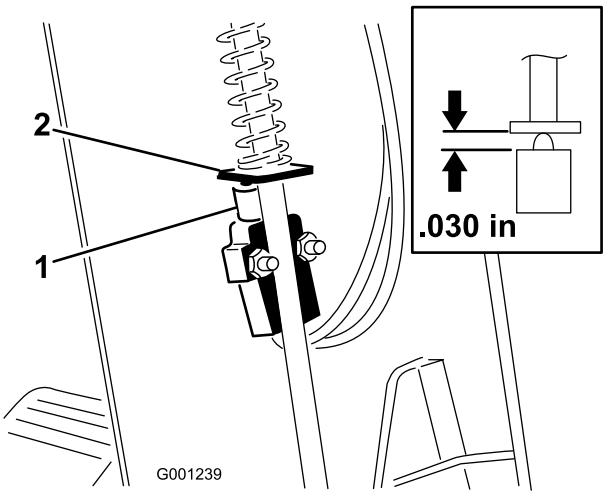

Figur 76
3. Dra dekselet opp langs styreakselen for å få tilgang til parkeringsbremsebryteren (Figur 76).
5. Rett inn dreievingen på parkeringsbremsestangen med brytertappen (Figur 76)
6. Trykk ned på parkeringsbremsestangen og skyv opp bryteren til den sammentrykte lengden på brytertappen er 0,76 mm (Figur 76, innfelt).